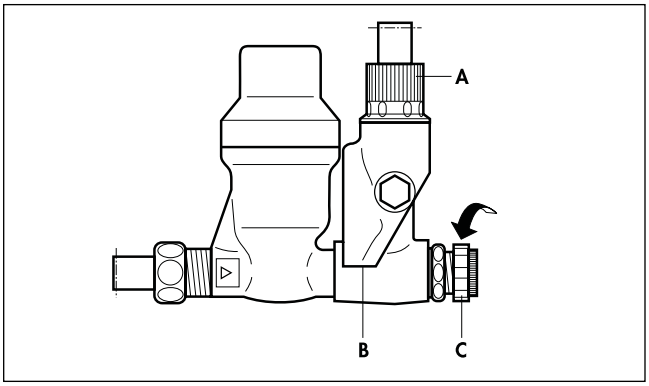

Рис. 2 Группа безопасности
- в сливное отверстие (B, рис. 2, стр. 8) и клапан избыточного давления
При появлении утечки воды в трубе между водонагревателем и водоразборной точкой, закройте, пожалуйста, запорный вентиль холодной воды у водонагревателя (C, рис. 2, стр. 8) и сообщите сервисной службе о необходимости устранения течи.
Сточная арматура, сливное отверстие (B, рис.2, стр. 8), а также вытекающая вода могут нагреваться до температуры 85°C.
Во время нагрева объем воды увеличивается, и из сливного отверстия (B, рис. 2) капает вода. Поэтому ни в коем случае не допускается перекрывать клапан избыточного давления, или соответственно, сливное отверстия!